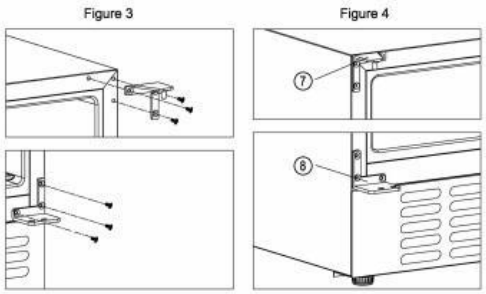

Figures 3–4
4. (Figure 3) Dévissez la charnière supérieure droite (4) et la charnière inférieure droite (2) du meuble (6) et conservez-les dans le sachet plastique au cas où vous souhaiteriez plus tard rétablir l'ouverture de la porte vers la gauche.